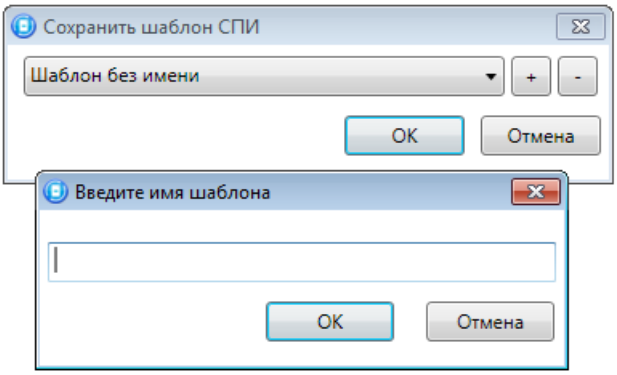

Рисунок 4.53 — Сохранение шаблона
- *Сохранить шаблон настроек:* открытие окна *Сохранить шаблон СПИ* (см. рисунок 4.53), с помощью которого может быть сохранена конфигурация ПОО контроллера в составе СПИ в качестве шаблона.